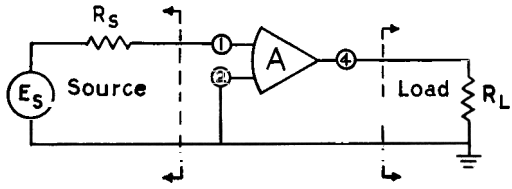

Fig. 10. Open Loop Operation
Consider the open loop amplifier used in the circuit of Fig. 10. Note that no current flows from the source into the input, pin (1),--the summing point restraint derived in the previous section--hence, there is no voltage drop across R_s, and E_s appears across the amplifier input. When E_s is zero, the output is zero. If E_s takes on any non-zero value, the output voltage increases to saturation, and the amplifier acts as a switch.